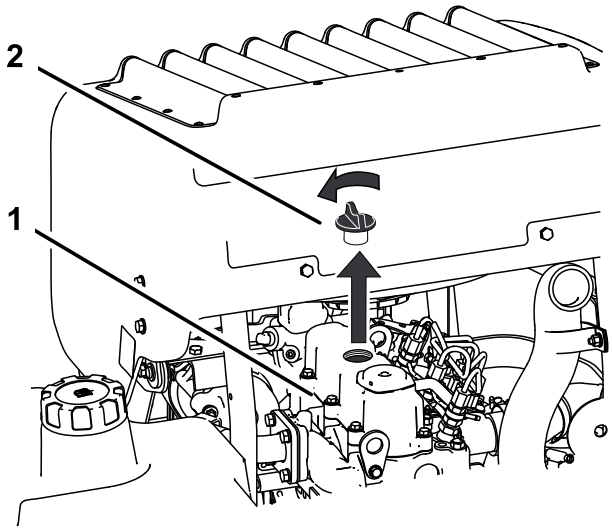

Figur 43
6. Fjern oliepåfyldningsdækslet fra toppen af motoren (Figur 43). Det hjælper olien med at løbe ud.
2. Fjern oliepåfyldningsdækslet og målepinden (Figur 43).